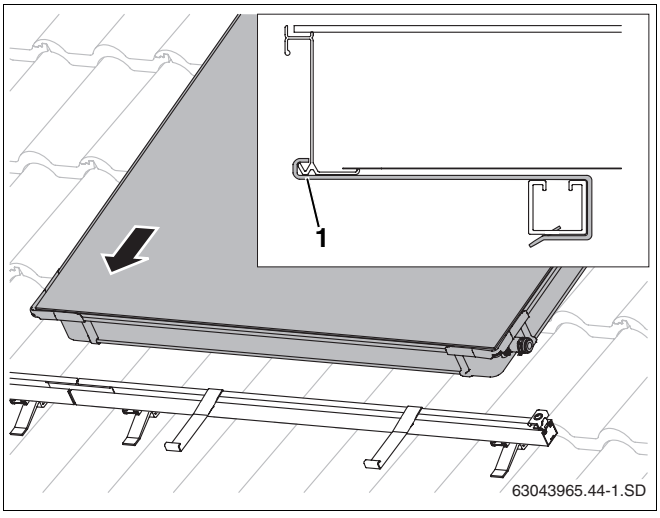

Rys. 43 Ułożenie pierwszego kolektora na szynach profilowanych
- Ułożyć pierwszy kolektor na szynach profilowanych i włożyć go w zabezpieczenie przed zsunięciem się (rys. 43).
Dolna krawędź kolektora musi się znaleźć w otworze zabezpieczenia przed zsunięciem się (rys. 43, **poz. 1**).